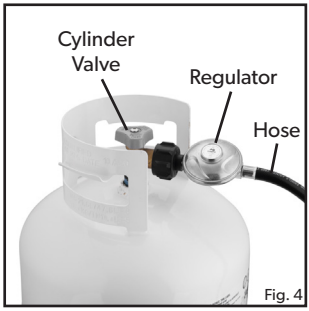

Fig. 4
- Connect the regulator to the cylinder by screwing on hand tight until fully engaged. (fig.4).